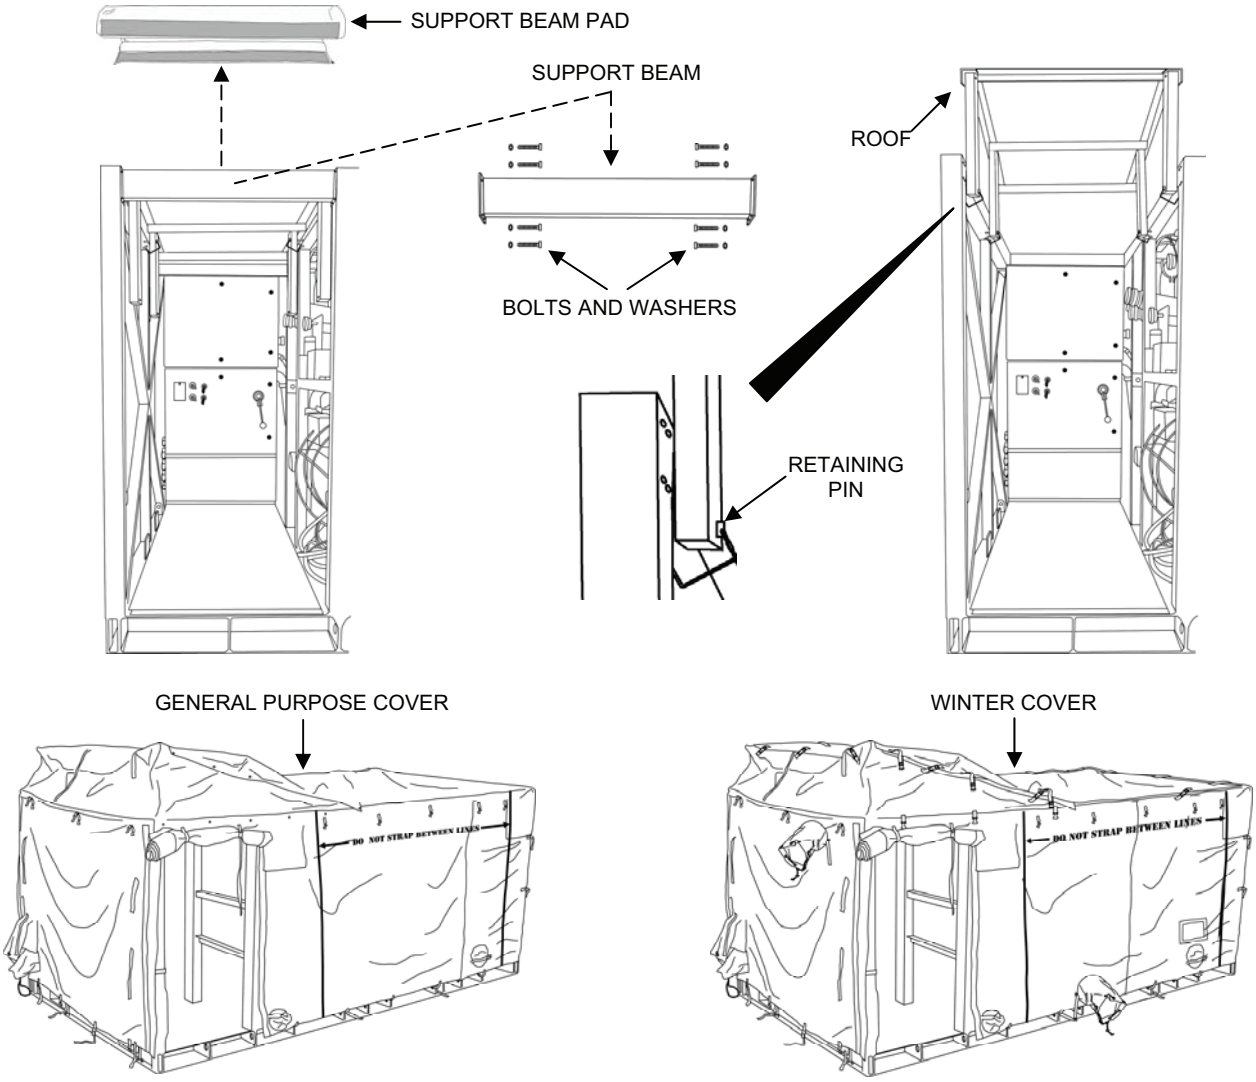

Figure 6. Operator Station Overhead Support Beam Removal and Roof Raising.
5. Remove the eight bolts and lock washers from the operator station overhead support beam and remove the beam (Figure 6).
10. Install the pins through the bottom holes in the legs of the roof and through the holes in the TWPS frame to secure the roof in the raised position (Figure 6).